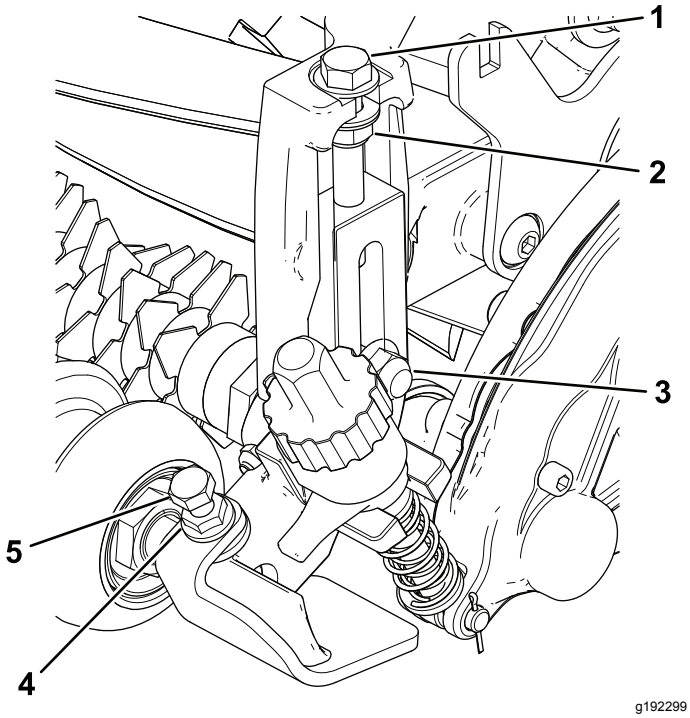

图13
4. 拧紧将剪草高度支架组件固定到侧板上的托架螺栓和锁紧螺母图13。
5. 拧紧剪草高度调节螺栓上的锁紧螺母然后将锁紧螺母往回松开 1/2 圈图13。
6. 将前滚筒放在剪草高度支架组件的中心用平头螺丝和凸缘螺母将其固定到位图13。